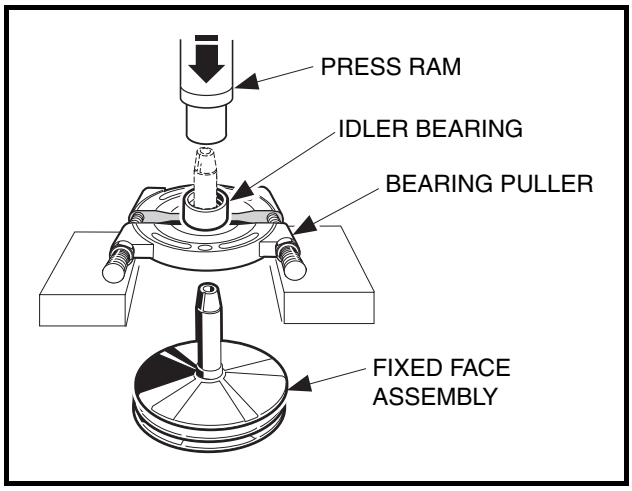

Figure 17-12 Remove Idler Bearing
8. If necessary, remove idler bearing. Use a press to remove the bearing **(Figure 17-12, Page 17-9)**. **See following NOTE.**